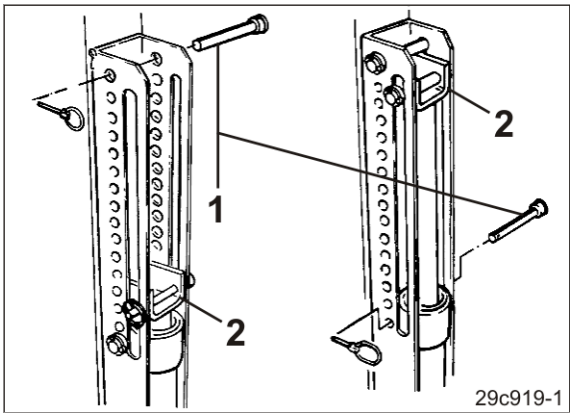

Fig. 146
3. Sæt en bolt (Fig. 146/1) hhv. under og over anslaget (Fig. 146/2) i justeringsdelen, og sørg for at sikre boltene med ringstifter.